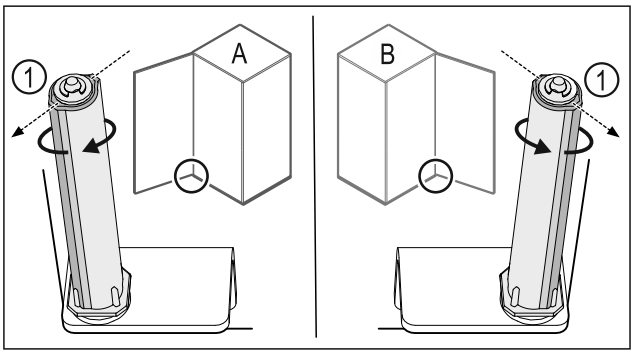

Fig. 37 Butée à gauche (A) / butée à droite (B)
▶ Tourner le système de fermeture contre la résistance jusqu'à ce que son arête *Fig. 37 (1)* pointe vers l'extérieur.